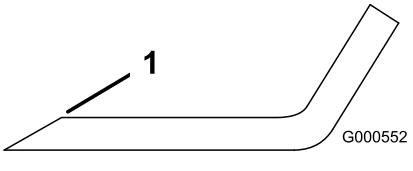

**Figur 103**
1. Slipa eggarna i båda ändarna av kniven med en fil (Figur 103).
**Obs:** Om kniven inte är balanserad kan du fila bort lite metall från knivens segeldel (Figur 103).